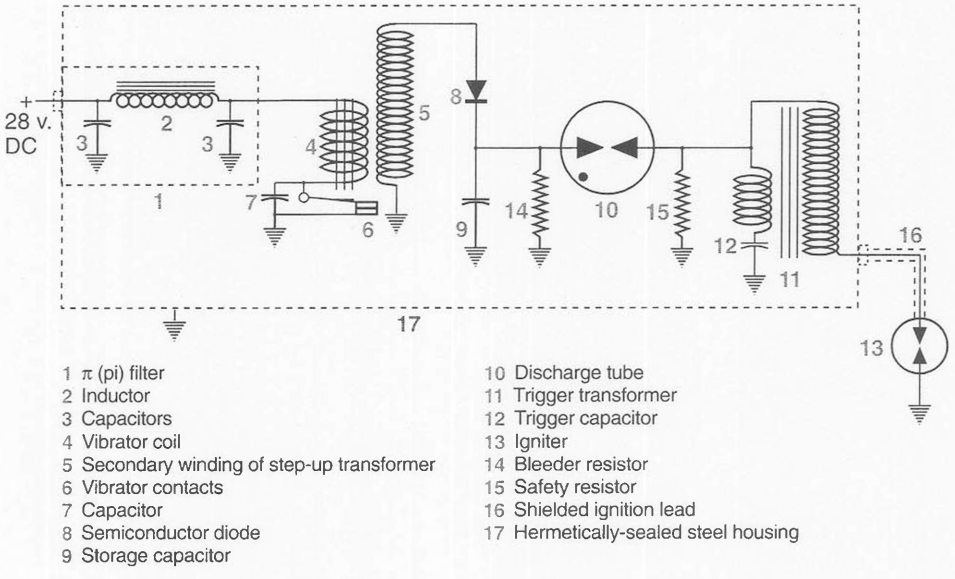

Figure 13-2. *Circuit diagram of a DC-input turbine-engine ignition exciter*
The circuit in Figure 13-2 illustrates the principle of an intermittent-duty DC ignition system. The exciter receives its power from the ignition power circuit breaker in the aircraft. Current flows into the unit through a π (pi) filter (1) that consists of an inductor (2) and two capacitors (3). Radio-frequency electromagnetic energy is produced inside the exciter and is prevented from entering the aircraft electrical system by the inductor. It is then directed to ground through the capacitors. The entire exciter unit is housed inside a hermetically-sealed metal case (17) that is electrically grounded to the engine.